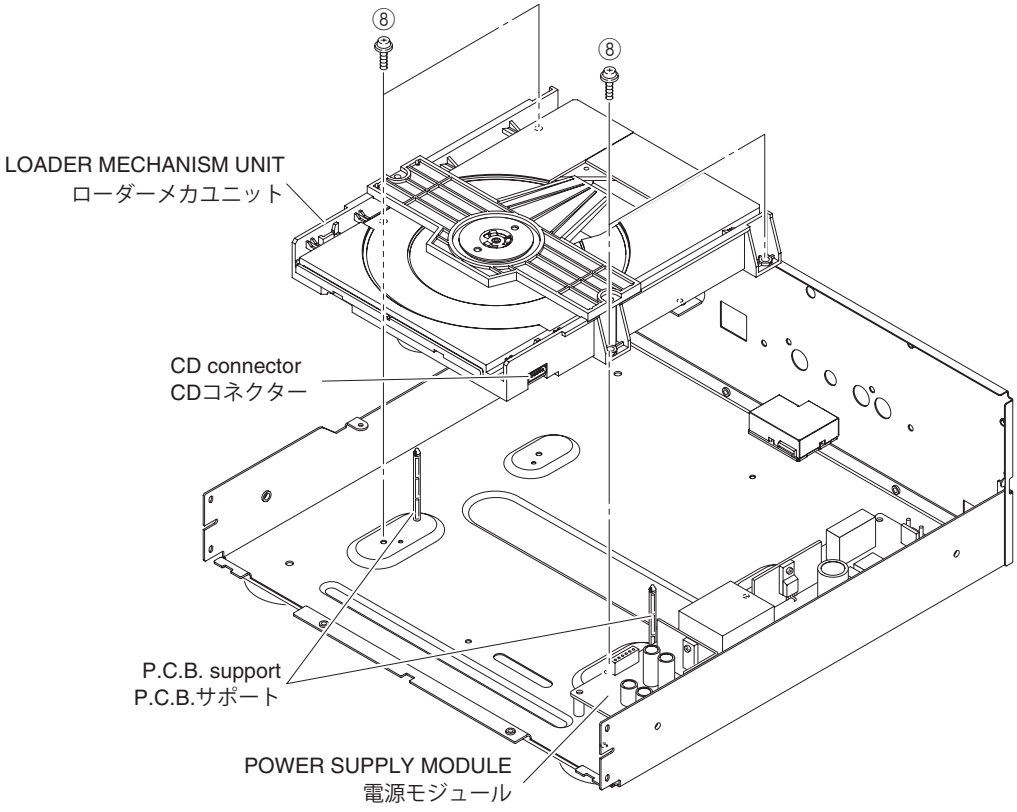

Fig. 6
4. Removal of LOADER MECHANISM UNIT (Fig. 6)
a. Remove 4 screws ⑧ .
4. ローダーメカユニットの外し方（Fig. 6）
a. ⑧のネジ 4 本を外します。